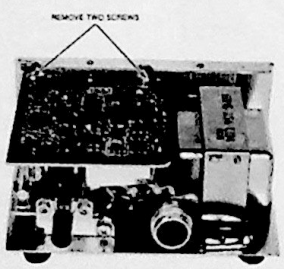

Figure 6
1. Remove two screws and lift off circuit board as shown in Figure 6.